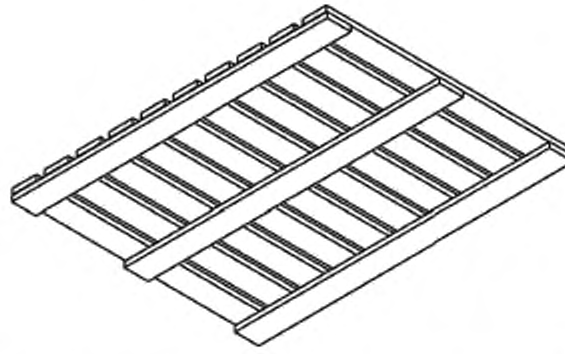

Рисунок 37 — Верхний настил поддона с нижними брусьями
6.1.3 **верхний настил поддона с нижними брусьями:** Верхний настил поддона, состоящий из поперечных досок настила и продольных брусьев (см. рисунок 37).